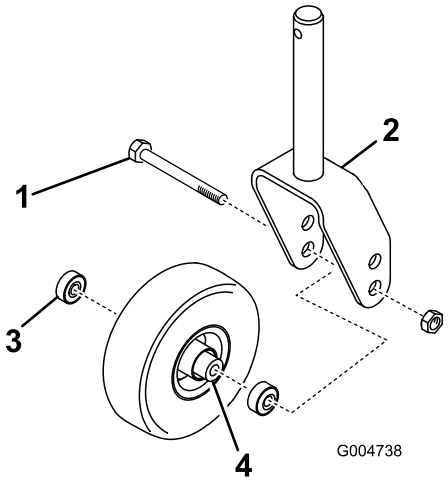

Bild 136
1. Entfernen Sie die Sicherungsmutter von der Schraube, mit der das Laufrad zwischen der Laufradgabel oder am Laufradgelenkarm (Bild 136) befestigt ist.
2. Halten Sie das Laufrad fest und schieben die Schraube aus der Gabel oder vom Gelenkarm ab (Bild 136).
3. Entfernen Sie das Lager aus der Radnabe und lassen das Lagerdistanzstück herausfallen (Bild 136).
4. Entfernen Sie das Lager aus der gegenüberliegenden Seite der Radnabe (Bild 136).